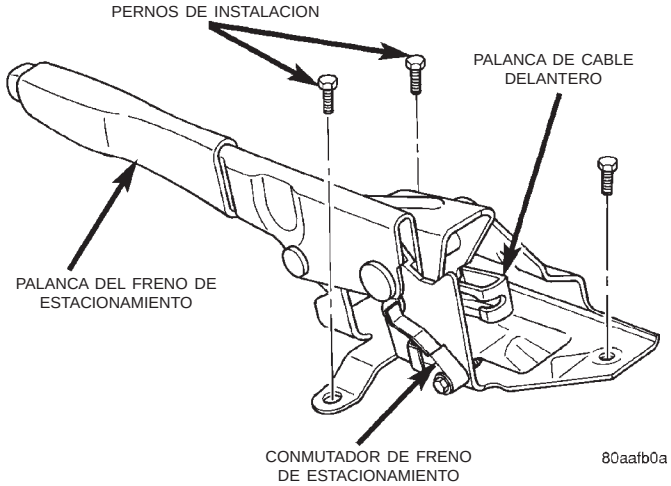

Fig. 39 Conjunto de palanca del freno de estacionamiento
(4) Baje el vehículo.
(5) Desenganche el cable delantero de la palanca del cable.
(6) Comprima el sujetador de cable con una abrazadera de manguera sin fín y retire el cable de la base de la palanca del freno de estacionamiento.
(7) Desconecte el cable del conmutador del freno de estacionamiento (Fig. 39).
(8) Retire los pernos de instalación del conjunto de palanca de freno de estacionamiento (Fig. 39).
(9) Retire el conjunto de palanca.
(10) Retire el conmutador de luz de freno de estacionamiento.
(1) Instale el conmutador de luz de freno de estacionamiento.
(2) Coloque el conjunto de la palanca sobre la plancha del suelo e instale los pernos de instalación de la palanca.
(3) Apriete los pernos de instalación con una torsión de 10 a 14 N·m (de 7 a 10 lbs. pie).
(4) Inserte el cable delantero a través de la base de la palanca del freno de estacionamiento. Asegúrese de que el sujetador del cable quede encajado dentro de la base.
(5) Fije el cable delantero en la palanca del cable (Fig. 39).
(6) Conecte el cable del conmutador de luz de freno de estacionamiento.
(7) Eleve el vehículo.
(8) Instale la tuerca ajustadora en la varilla del tensor y ajuste los frenos de estacionamiento.
(9) Baje el vehículo.
(10) Compruebe que el freno de estacionamiento funciona correctamente.